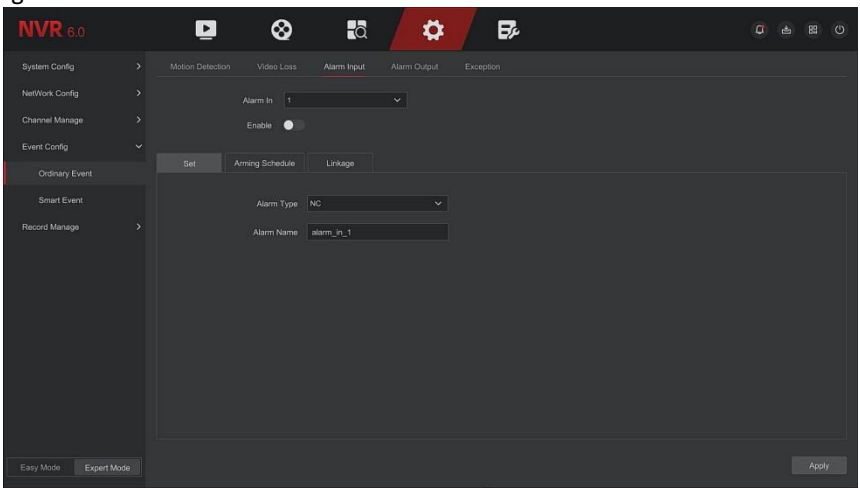

Figure 5-91
Step 1: In the main menu, choose " Config → Expert Mode → Event Config→ Oradinary Event → Alarm Input" to enter Alarm Input interface, as shown in Figure 5-91 below.